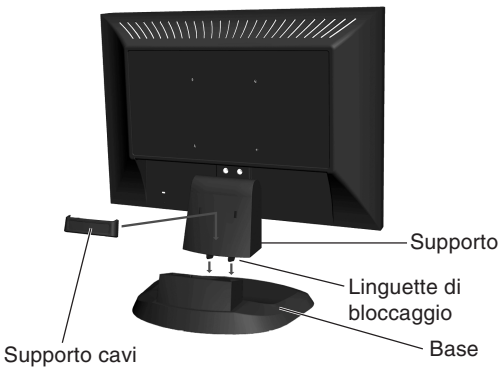

Figura S.1
1. Fissare la base al supporto. Le linguette di bloccaggio sul supporto devono essere inserite perfettamente nel foro al centro nella parte posteriore della base (**Figura S.1**).
1. Inserire le linguette del supporto cavi nel foro del supporto e far scorrere il supporto cavi verso il basso fino a metterlo in posizione (**Figura S.1**).